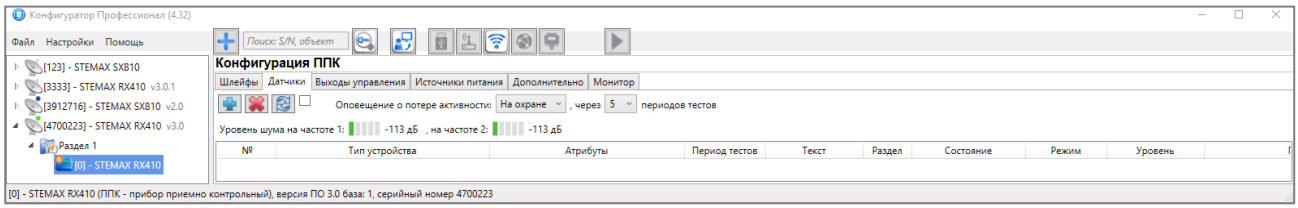

Рисунок 4.32 — Вкладка *Датчики* (основные параметры работы радиоустройств)
В верхней части вкладки *Датчики* (см. рисунок 4.32) задаются основные параметры работы радиоустройств Livi.
- На вкладке *Датчики* нажмите кнопку (см. рисунок 4.32).